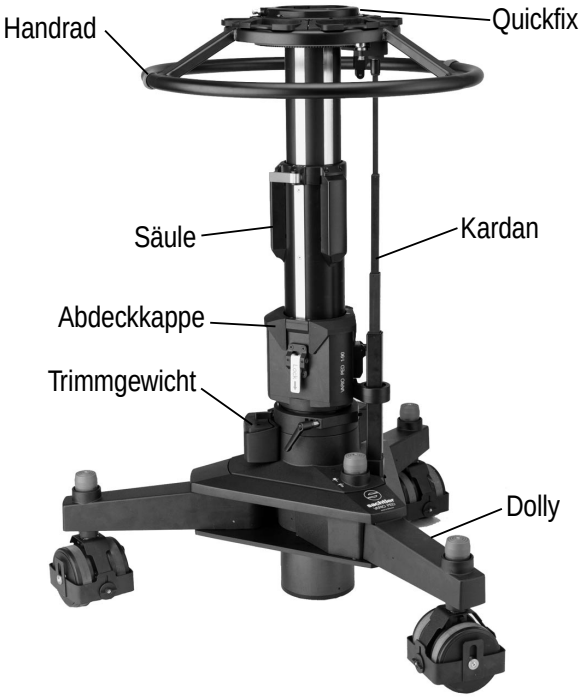

Abb. 1
- *Bei Beschädigung einer Abdeckklappe (siehe Abb. 1) darf die Säule wegen Verletzungsgefahr erst nach einer Reparatur durch einen Servicetechniker wieder in Betrieb genommen werden.*